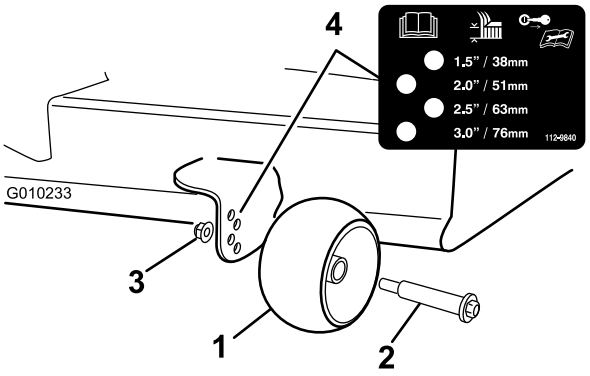

Figur 23
3. Justera antiskalvalsarnas rullar på det sätt som visas i Figur 23 så att de motsvarar klipphöjden.